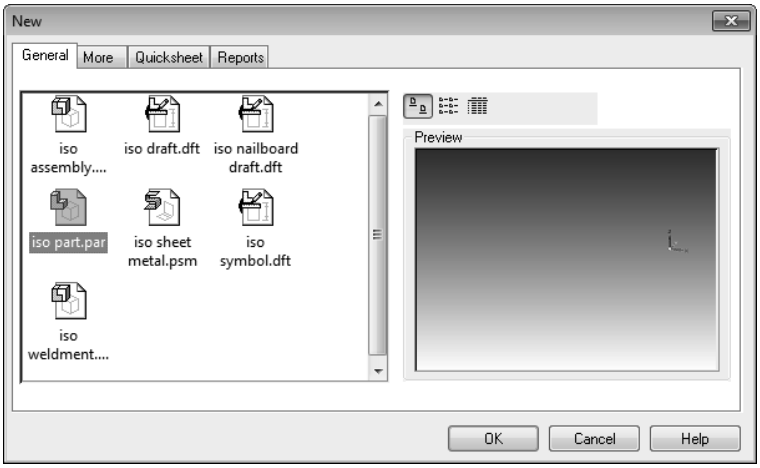

Figure 2-49 *The* ***New*** *dialog box to start a new file in Solid Edge*
1. Choose the **New** tool from the **Quick Access** toolbar; the **New** dialog box is displayed, as shown in Figure 2-49.
2. In this dialog box, select **iso part.par** from the **General** tab, as shown in Figure 2-49. Next, choose **OK** to start a new part file.